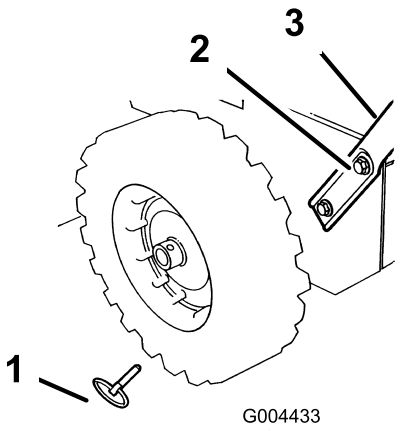

Figur 3
2. Fjern akselpinnene fra begge hjulene og skyv dem utover på akselen, ca. 3 cm (Figur 3).
5. Innrett hullene i venstre side av håndtaket med hullene i sideplaten, og fest håndtaket med to settskruer og Belleville-skiver ved å stramme til for hånd (Figur 3).